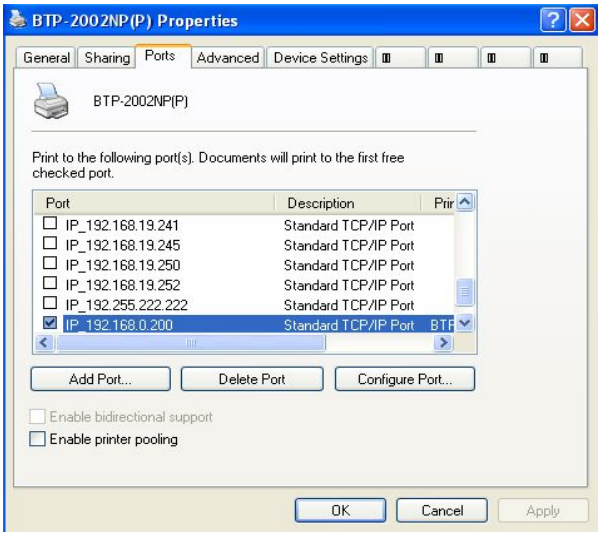

Figure 5.3.8
8) Refer to Figure 5.3.8, select the newly added TCP/IP port, click "Application" and then click "OK" button to finish the configuration of TCP/IP port.